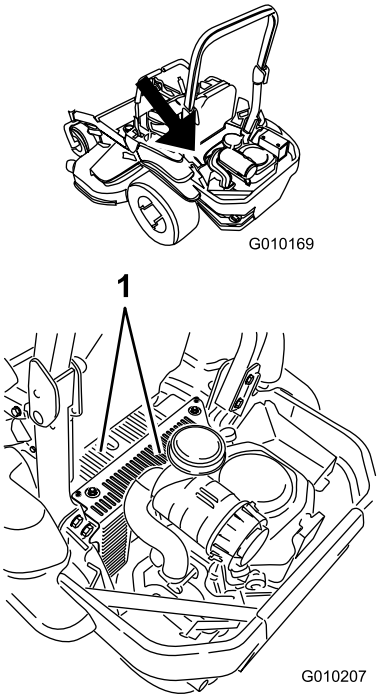

Figur 72
5. Fjern snavs og græs fra hydraulikenhedens afskærmninger (Figur 72).